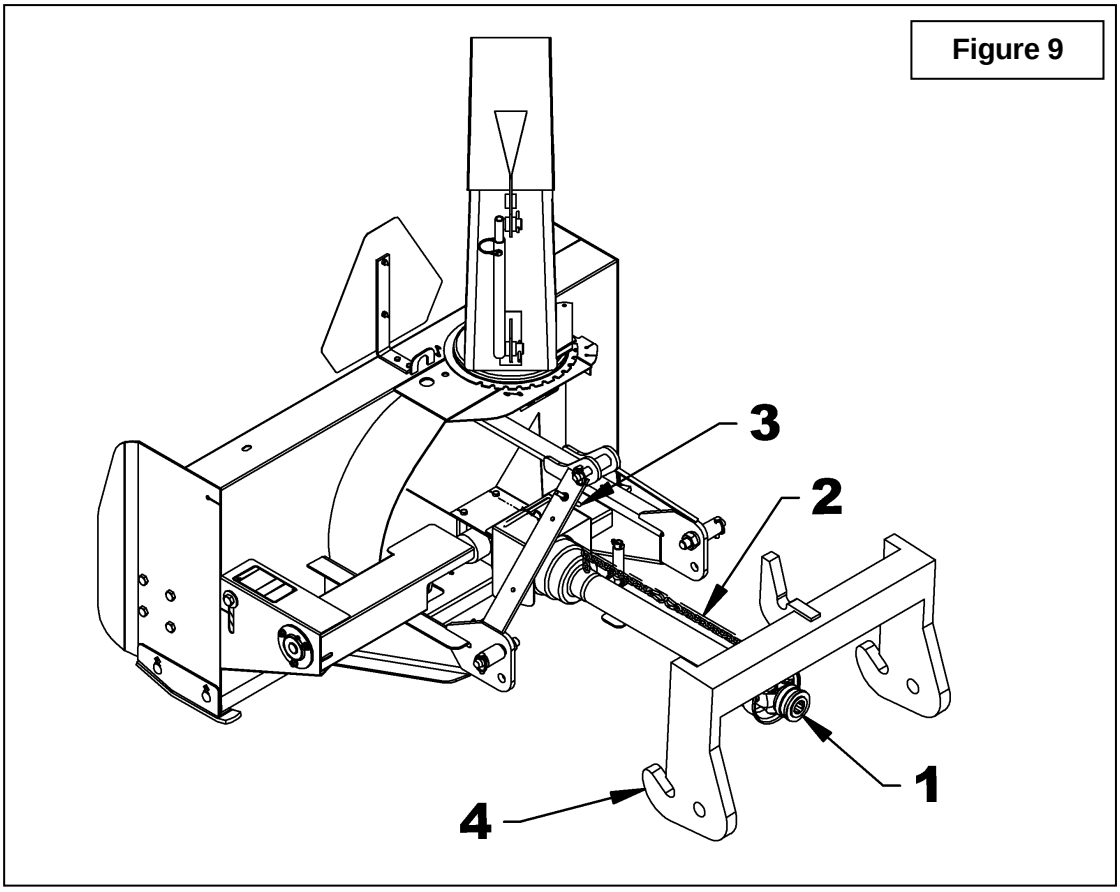

Figure 9
3. **Figure 9:** Disconnect driveline (item 1) from tractor and attach the driveline safety chain (item 2) to the three point hitch eyebolt (item 3).
4. **Figure 9:** Slowly back the tractor away to release quick hitch from the snowblower.